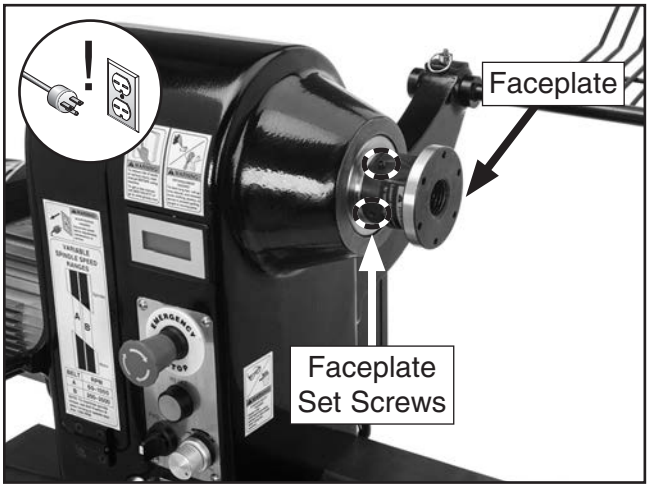

Figure 37. Location of faceplate set screws.
3. Thread faceplate onto spindle until it is snug (see **Figure 37**).
4. Tighten (2) M6-1 x 10 set screws along inside diameter of faceplate to secure it to spindle (see **Figure 37**).